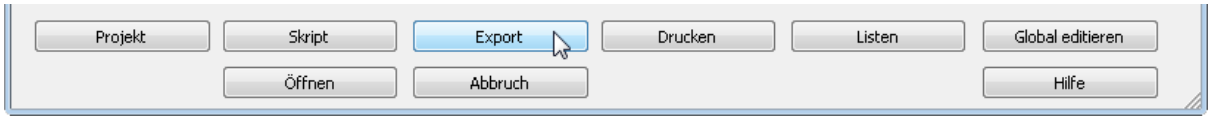

Bild 20.1 – Zeichnungsverwaltung, *Export*
- Laden Sie über die Projektverwaltung das *Musterprojekt.3814-1 11/2009* und rufen Sie von der Zeichnungsverwaltung aus den *Export* auf (Abb. 20.1). Die Ebenenkonfiguration spielt keine Rolle.